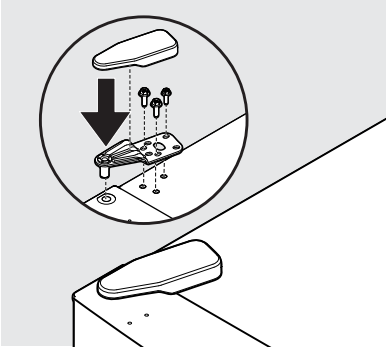

Figura 8
17. Con un destornillador Phillips™ o una llave de 5/16”, fije la bisagra superior con tres tornillos de 5/16”. (ver Figura 8).